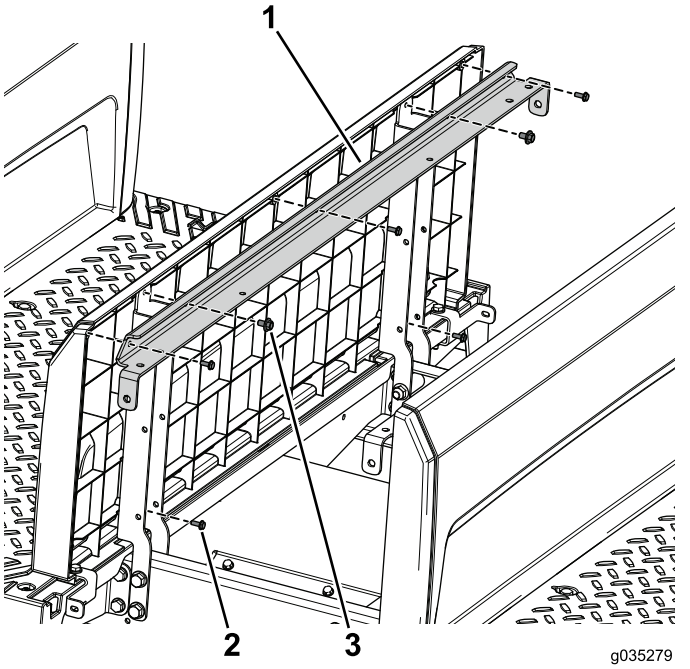

Figura 93
3. Utilize os dois conjuntos de parafuso com anilha (¼" x ½") para prender o suporte angulado e o painel da base do banco aos suportes do banco esquerdo e direito (Figura 93).
4. Utilize os cinco parafusos (N.º 10 x ½") para prender o painel traseiro ao suporte angulado e aos suportes do banco (Figura 93).